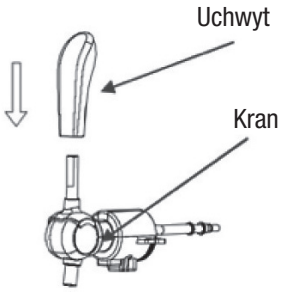

Rysunek 3
2. Założyć uchwyt do nalewania na kranik, a następnie połączyć je ze sobą i upewnić się, że obie końcówki są idealnie styczne (Rysunek 3).